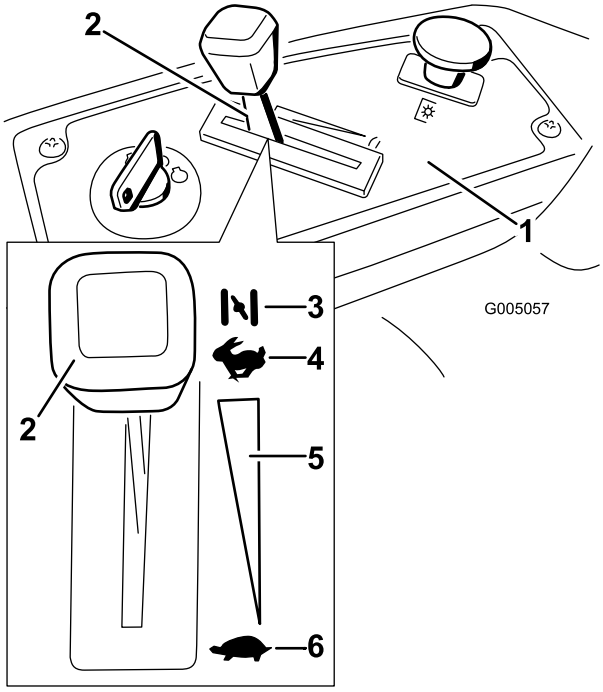

Figura 11
3. Prima di avviare il motore a freddo spostate la leva dell'acceleratore in posizione Starter (Figura 11).
5. Quando il motore è acceso, muovete la leva dell'acceleratore in posizione Fast (Figura 11). Se il motore stalla o esita, riportate la leva dell'acceleratore in posizione Starter per qualche secondo, All'occorrenza, ripetete il procedimento.
3. Girate la chiave di accensione in posizione Off (Figura 11) e toglietela.